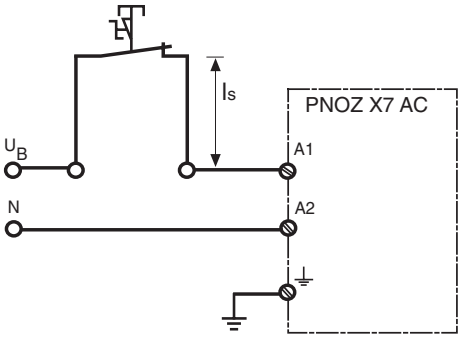

Fig. 4: Longitud de cable Is del conductor de derivación/
- Conductor de derivación (v. fig. 4): longitud máx. del conductor de derivación I_s y capacidad máxima del cable C_L dependiendo de la tensión de alimentación U_B:
- Stub line (v. fig. 4): max. lungh. stub line I_s e max. capacità cavo C_L in base alla tensione di alimentazione U_B:
- Aftakking (zie fig. 4): max. lengte van de aftakking I_s en max. kabelcapaciteit C_L afhankelijk van de voedingsspanning U_B: